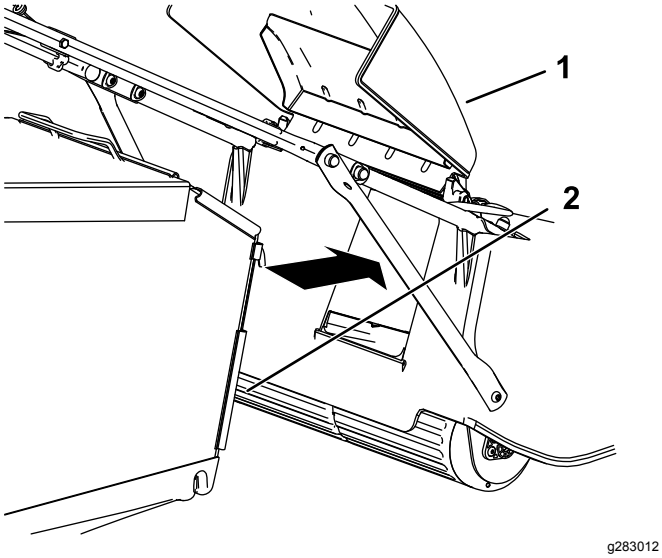

Figur 19
3. Heng gressposen på plass (Figur 19).